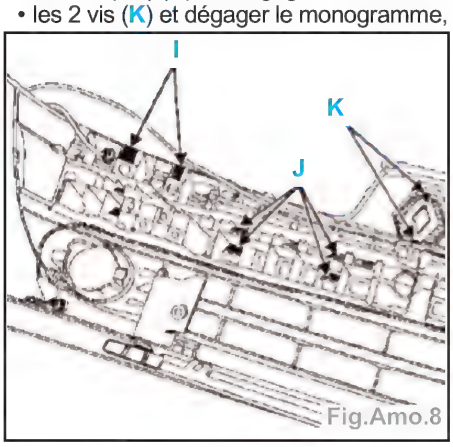

Fig.Amo.8
• les 2 clips (I)(Fig.Amo.8),
• les 6 clips (J), puis dégager l'absorbeur,
• les 2 vis (K) et dégager le monogramme,